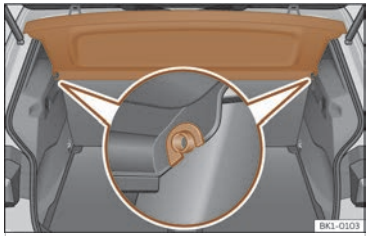

**Fig. 169** In the luggage compartment: removing and installing the shelf.
- Remove the rear shelf from the side supports ››› **Fig. 169** by pulling it upwards and then take it out.
- Insert the cover horizontally so that the "recess" slots over the support fittings ››› **Fig. 169** and press down until it engages.